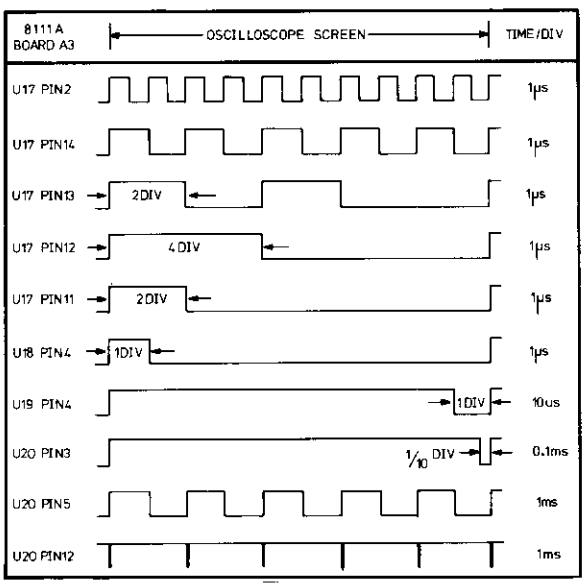

Figure 8–6–4. A3 Troubleshooting Data
3. Confirm that the waveforms and timing data as given in Figure 8–6–4 are correct. Use oscilloscope internal trigger on positive slope setting.